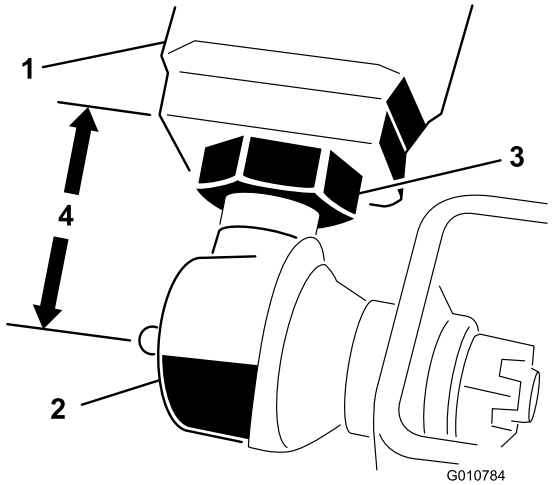

**Figuur 5**
2. Meet de afstand vanaf het uiteinde van elke hefarm tot het midden van de kogelverbinding (smeernippel). Deze afstand moet ongeveer 57 mm bedragen. Figuur 5